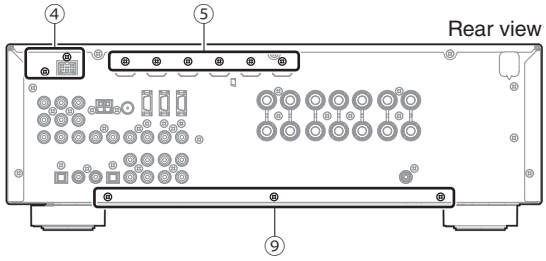

Fig. 3
a. Remove 2 screws (④) and 6 screws (⑤). (Fig. 3)
a. ④ のネジ 2 本、⑤ のネジ 6 本を外します。(Fig. 3)
b. Remove 3 screws (⑨). (Fig. 3)
b. ⑨ のネジ 3 本を外します。(Fig. 3)
4. When writing of the firmware is completed, “Update Success”, “Please...” and “Power Off!” are displayed repeatedly. (Fig. 3)
4. ファームウェアの書き込み完了後、“Update Success”、“Please...”、“Power Off!” が繰り返し表示されます。（Fig. 3）